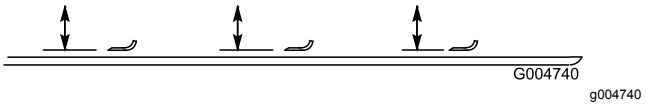

**Figuur 109**
2. Draai het mes tot de punten naar voren en achteren wijzen, en meet de afstand vanaf de binnenkant van het maaidek tot de voorste snijrand van het mes (Figuur 109).